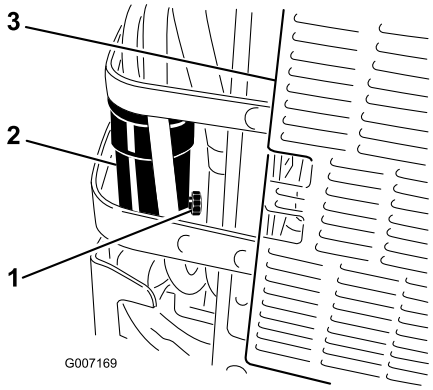

Figur 41
6. Åbn aftapningsventilen på vandudskilleren ved at dreje den omtrent en omgang, så vand og snavs kan aftappes (Figur 41).
7. Luk aftapningsventilen, når der kun kommer dieselbrændstof ud (Figur 41).